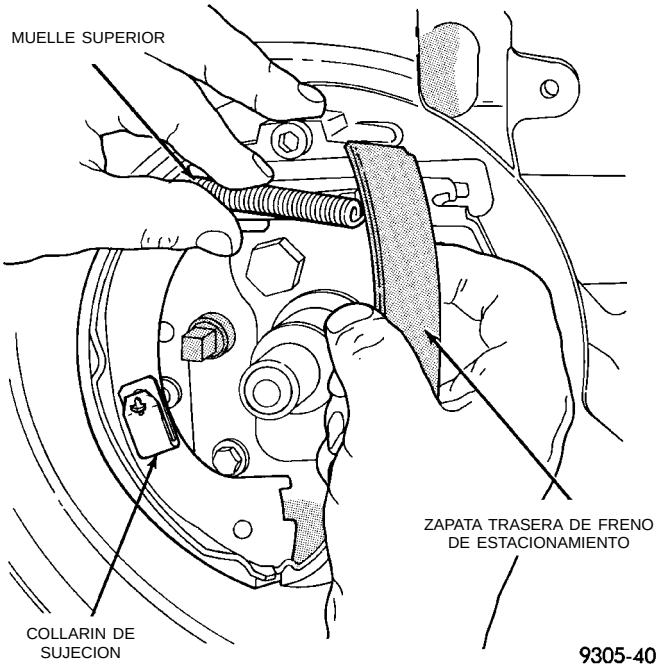

Fig. 161 Zapata de freno y muelle superior
(10) Tire el conjunto de la zapata trasera de freno, alejándolo del anclaje. Luego retire la zapata trasera de freno y el muelle superior (Fig. 161).
(2) Instale la zapata trasera de freno y la zapata superior de freno en el muelle de retroceso de la zapata (Fig. 161).
(3) Tire de la zapata trasera de freno sobre el bloque del anclaje hasta que esté correctamente situada en el adaptador.